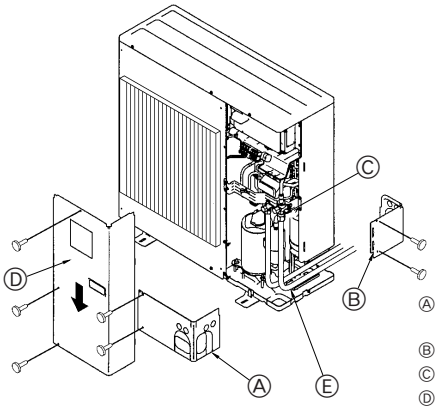

Fig. 4-3
① Βγάλτε το καπάκι, τραβήξτε τη λαβή προς την πλευρά σας και περιστρέψτε κατά το 1/4 της στροφής προς τα αριστερά για να ανοίξει.
② Βεβαιωθείτε ότι η βαλβίδα διακοπής είναι εντελώς ανοιχτή, πιέστε μέσα τη λαβή και περιστρέφοντας επαναφέρατε το καπάκι στην αρχική του θέση.
4.3. Σωληνώσεις ψυκτικού υγρού (Fig. 4-3)